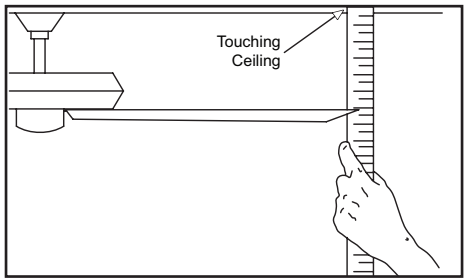

Figure 13
2. Most fan wobble problems are caused when blade levels are unequal. Check this level by selecting a point on the ceiling above the tip of one of the blades. Measure from a point on the center of each blade to the point on the ceiling. Measure this distance as shown in Figure 13. Rotate the fan until the next blade is positioned for measurement. Repeat for each blade. Measurements deviation should be within 1/8”. Run the fan for 10 minutes.